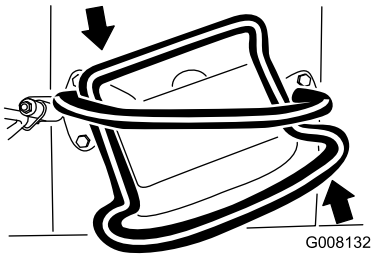

Figur 10
- Vrid drivreglaget moturs för att svänga åt vänster (Figur 10).